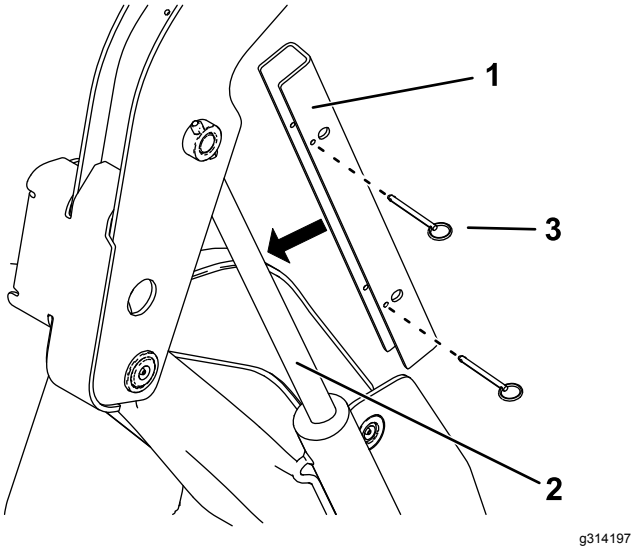

**Figuur 31**
5. Schuif de cilindervergrendeling over de hefcilinderstang (Figuur 31).